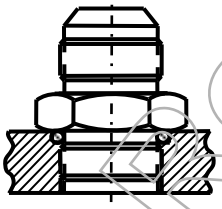

FIGURE 18 – STRAIGHT SEALED BOSS CONNECTORS (NIPPLES) WITH O-RINGS IN HOUSING BOSSES
- Straight sealed boss connectors (nipples) with O-rings in housing bosses. See Figure 18